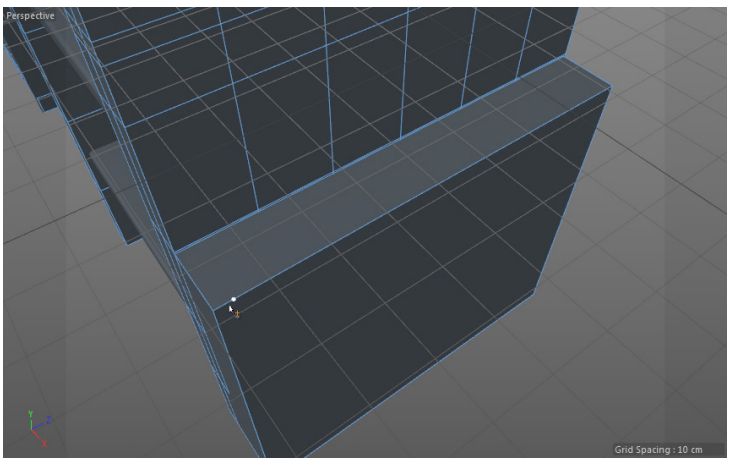
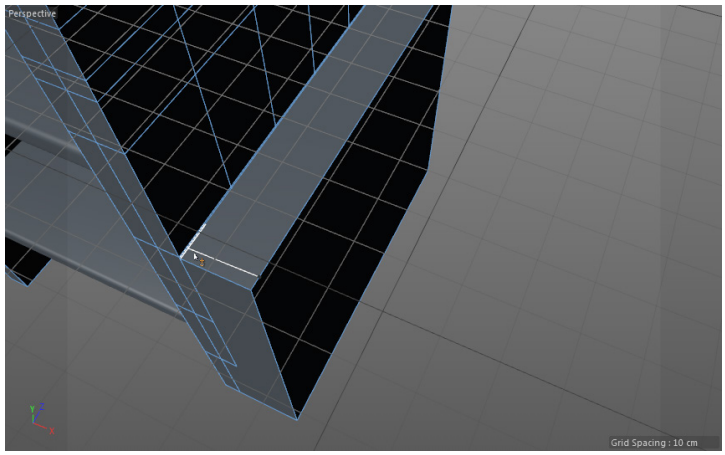
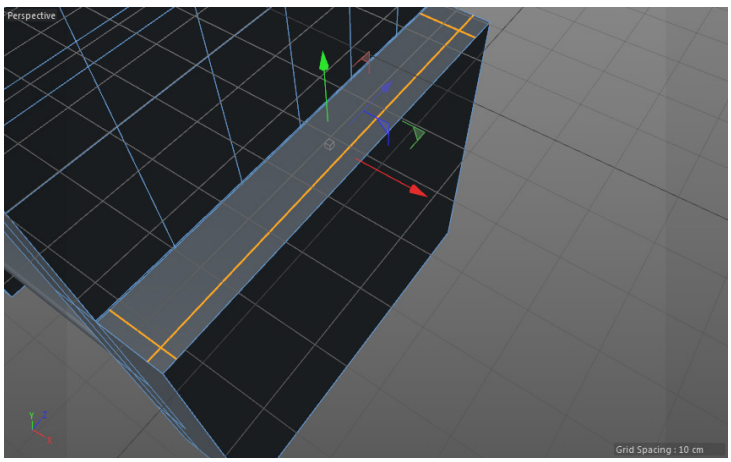

Figure 3-123 *Clicking on an edge*
Figure 3-124 *Clicking on second edge to create a new edge*
Figure 3-125 *Three new edges added to the magazine stand*
6. Choose the **Edges** tool in the Mode palette and make sure the **Polygon Pen** tool is chosen in the Modeling Tool Palette. Next, click on an edge, as shown in Figure 3-123 and then click again on another edge; a new edge is created, as shown in Figure 3-124. Similarly, create two more edges, refer to Figure 3-125.